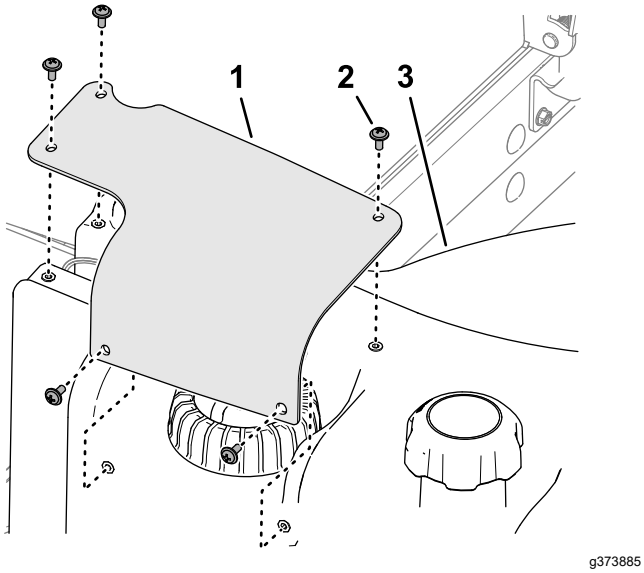

**Figuur 95**
7. Lijn de openingen in de kap van de brandstofsensor uit met de openingen in de brandstoftank en bevestig de kap aan de tank met de 5 kruiskopschroeven (Figuur 95).